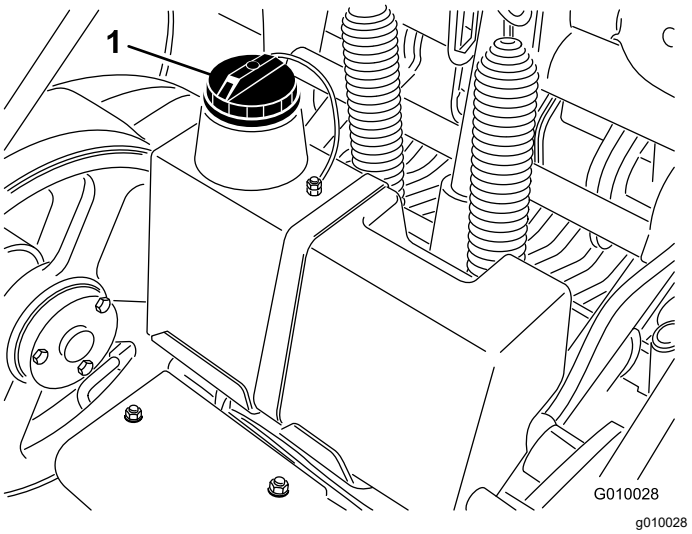

Rysunek 62
3. Oczyść obszar wokół szyjki wlewu i korka zbiornika hydraulicznego (Rysunek 62). Odkręć korek szyjki wlewu.